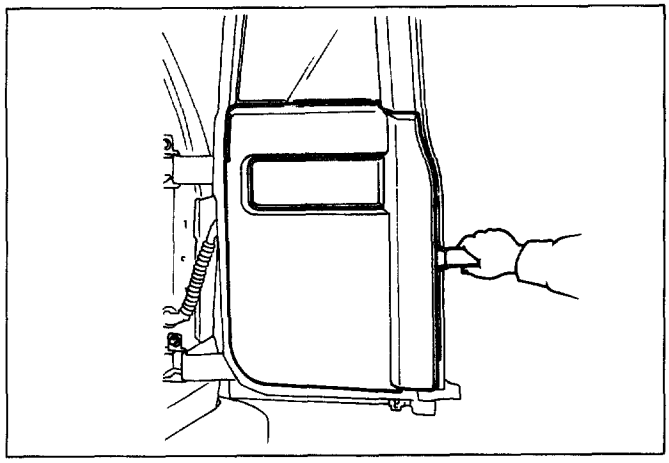

Fig. 10-152
1. **Tailgate trim panel (RH)**
- Pry trim panel retainer free from the tailgate panel. (Fig. 10-152)